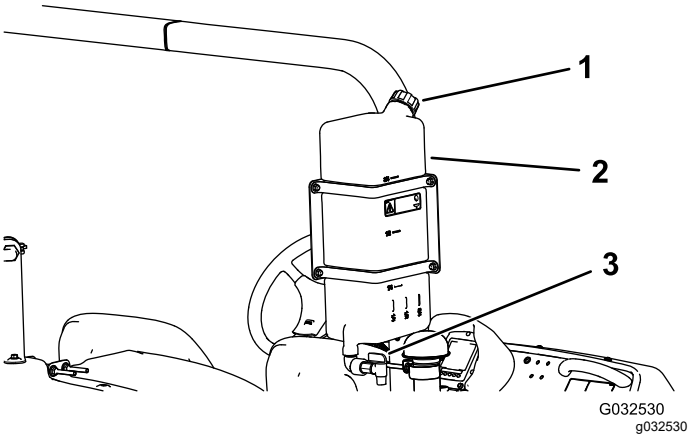

**Figur 29**
- Fyll tanken genom att skruva av locket ovanpå tanken, fyll på med färskvatten och sätt tillbaka locket (Figur 29).
- Vrid reglaget på pluggen för att öppna pluggen till färskvattentanken (Figur 29).